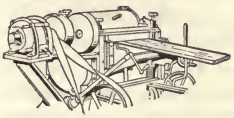

Fig. 5.
8. Surfacing.—After lumber has been sawed at the mill, and seasoned, it is received by the planing mill in a rough condition. There it is passed through a planer and surfaced or dressed to a standard thickness. It is necessary to pass a board through a single cylinder surfacer twice, but in going through a double cylinder surfacer both sides are dressed with one operation. See Fig. 5. Most surfacers used in a mill are a combination planer and matcher, in which the jointing as well as the surfacing is done. A timber sizer which will surface four sides at the same operation is used in dressing timbers to size.